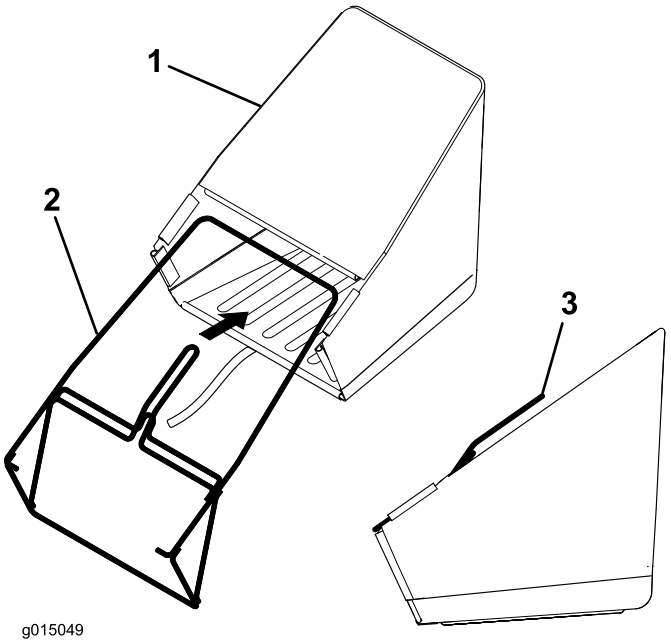

Figuur 3
1. Schuif het geraamte in de grasvanger en zorg ervoor dat de handgreep zich boven de stof bevindt (Figuur 3).